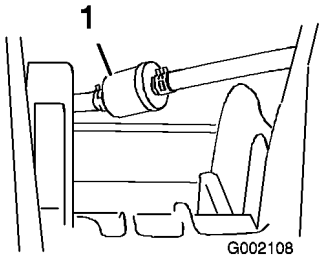

Figur 37
3. Fjern klemmene som fester drivstoffilteret til drivstoffslangene (Figur 37).